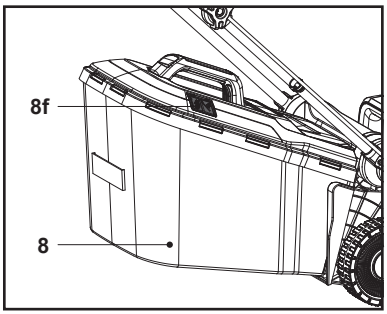

Fig. 11
2. Cuando la trampilla (8f) se cierra, el recogedor de hierba (8) está lleno y debe vaciarse (Fig. 11).